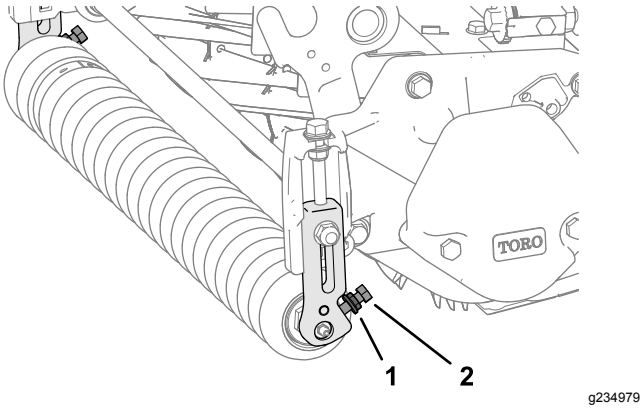

Figuur 2
2. Zet de 2 gekartelde flensmoeren en 2 bouten los waarmee de as van de voorrol is bevestigd aan het rolsteunuiteinde van de linker en rechter maaihoogtebeugels (Figuur 2).